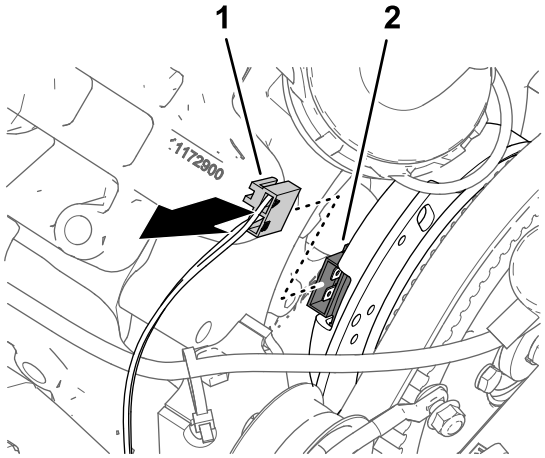

Figur 166
1. Frakobl stikket med 2 sokler på maskinens ledningsnet med angivelsen SPRØJTEPUMPENS SPOLE fra generatorens stik med 2 ben (Figur 166).